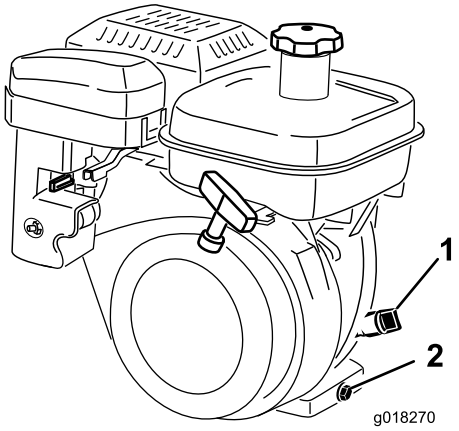

Figur 30
2. Placer plæneklipperen, så motoren er vandret, og rengør området omkring oliestandsmåleren (Figur 30).
3. Drej oliestandsmåleren med uret, og tag den ud (Figur 30).
4. Tør oliestandsmåleren af, og sæt den i påfyldningshullet. Skru ikke måleren fast i hullet. Fjern den, og kontroller oliestanden. Hvis oliestanden er lav, skal du fylde så meget olie på, at standen er mellem "H"- og "L"-mærkerne på målepinden (Figur 30). Kontroller oliestanden igen. Fyld ikke for meget på.
2. Anbring en drænbakke under maskinens bagende, direkte under aftapningsproppen (Figur 30). Løsn aftapningsproppen.